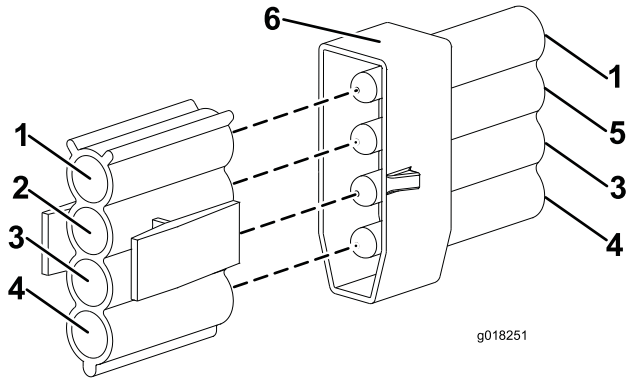

Figur 13
12. Tilslut stikket på maskinens ledningsnet med den GRØNNE/HVIDE ledning til den afmærkede venstre lygtekonnektor. (Figur 13).